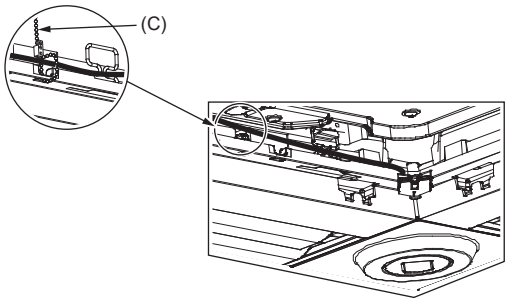

Fig. 10-12
- Fixez les fils du Capteur i-see et du récepteur de signal au panneau à l'aide des fixations, comme indiqué sur le schéma, de sorte qu'il n'y ait pas de mou au niveau des fils, puis coupez le fil qui dépasse aux extrémités de la fixation. (Fig. 10-12)
- Si la position du Capteur i-see a été permutée de la position "○" (E) à la position "□" (F), changez le réglage des fonctions. (Voir page 15.)